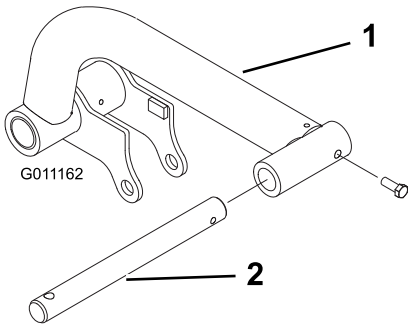

Figur 14
2. Skjut in en svängtapp i varje lyftarm och passa in monteringshålen (Figur 14).